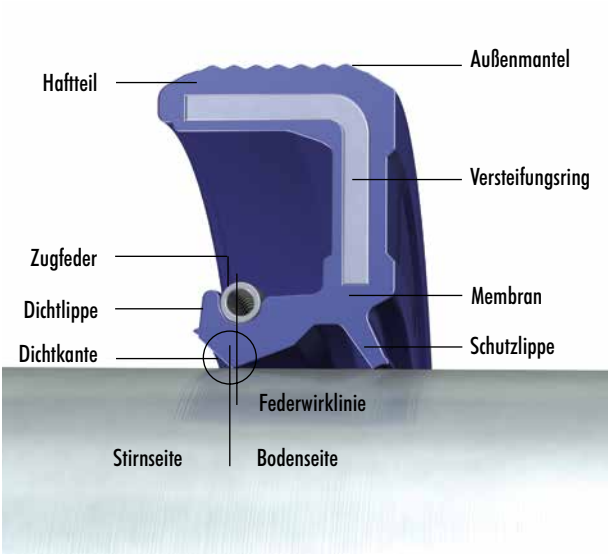

Abb. 1 Wichtige Kenngrößen an einem Simmerring®
- aus Elastomer mit integriertem metallischem Versteifungsblech (→ Abb. 1)